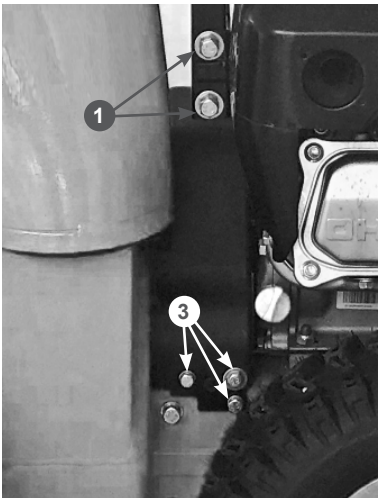

Рис. 26 Кожух защитный ремней
1. Открутите болты крепления стойки механизма поворота желоба 1 и кожуха 3, затем снимите кожух защитный ремней 2 (Рис. 26).